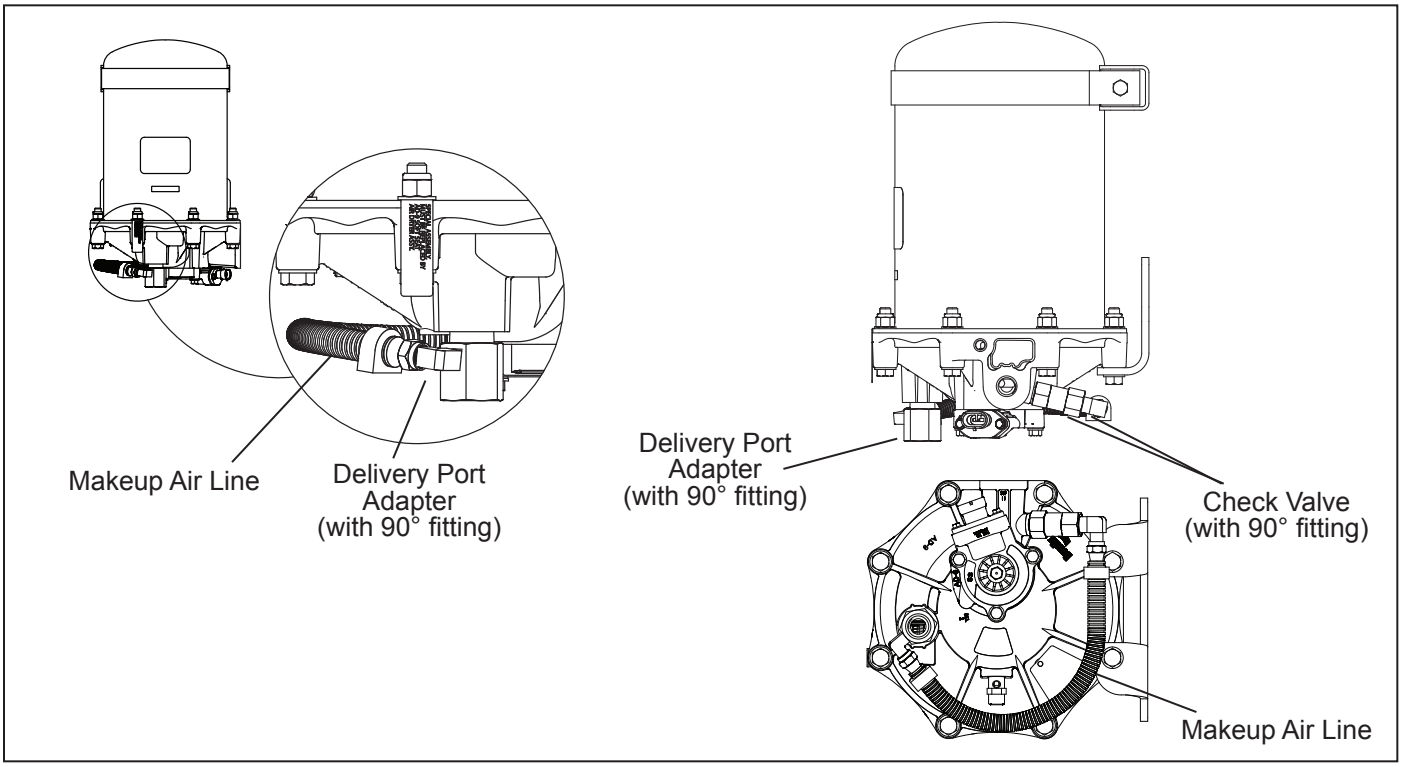

Figure 11 – Bendix® AD-9® Drop-In Air Dryer
1. Before beginning, note the approximate angle of the fittings, check valve and the general routing of the makeup line on the air dryer. It is important that the same approximate routing be duplicated during re-installation. *See Figure 11.*